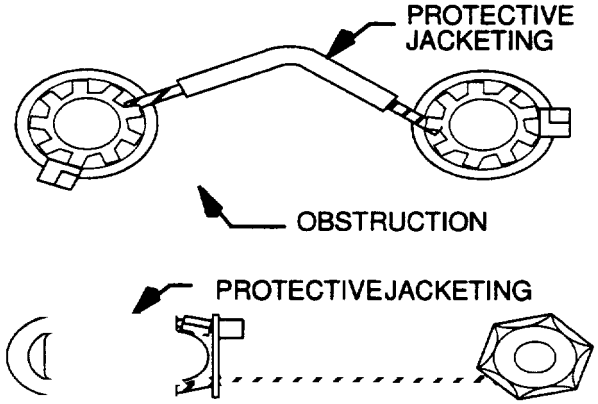

Figure 2-94. Cable jacketing for Protection
h. *Safety Cable Jacketing for Protection.* (See figure 2-94). It is recommended to use a tubular jacket over safety cable when it is installed in a location where it is in contact with (or may contact) surfaces which may damage the safety cable. A tubular jacket material shall be capable of meeting the temperature range of the application, it shall be resistant to oil and chemicals.